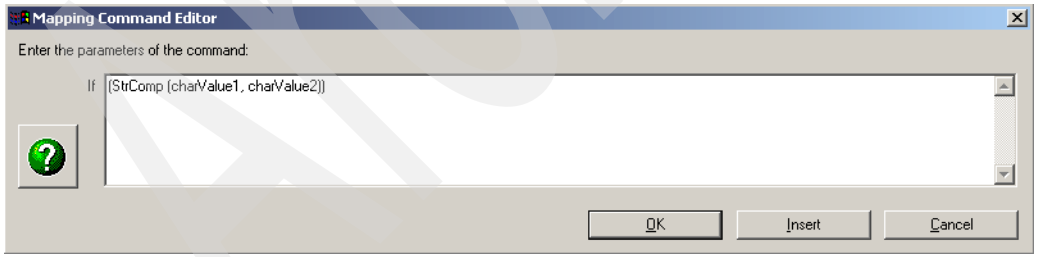

Figure 18-41 StrComp template
6. The mapping command editor displays a template for the string compare function as shown in Figure 18-41.